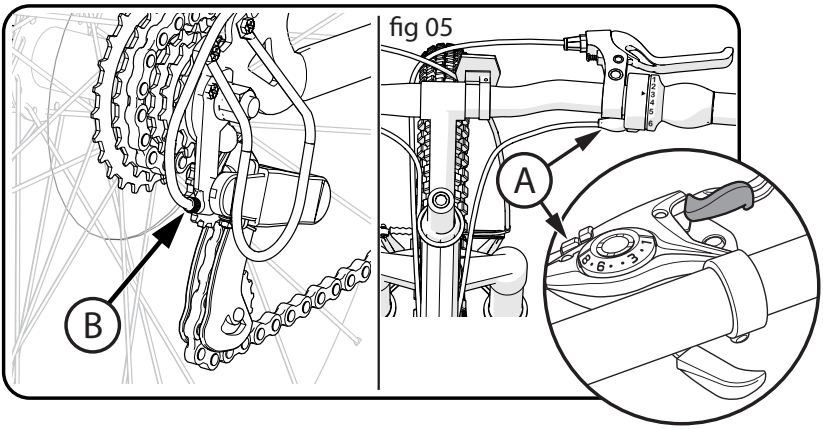

fig 05
- Shift the chain onto the smallest rear sprocket. Loosen Nut (C) of the cable clamp.
- Turn the lever Barrel Adjuster (A) and rear Derailleur Adjustor (B) all the way IN (**fig 05**).